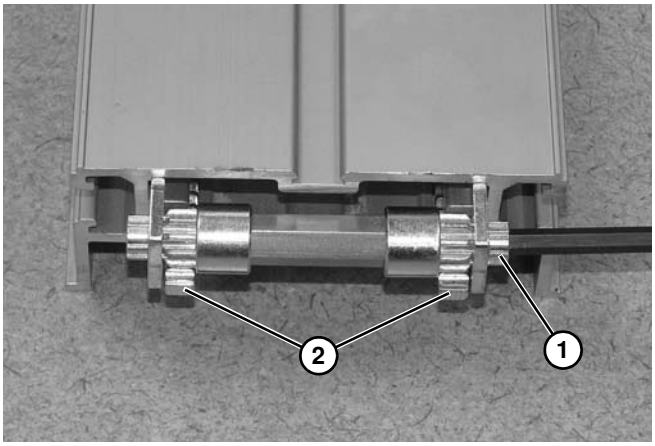

Abbildung 97
10. Ritzel **(Abbildung 97, Teil 1)** mit Sechskantschlüssel drehen, bis Zahnstangen **(Abbildung 97, Teil 2)** vollständig zusammengeklappt sind.